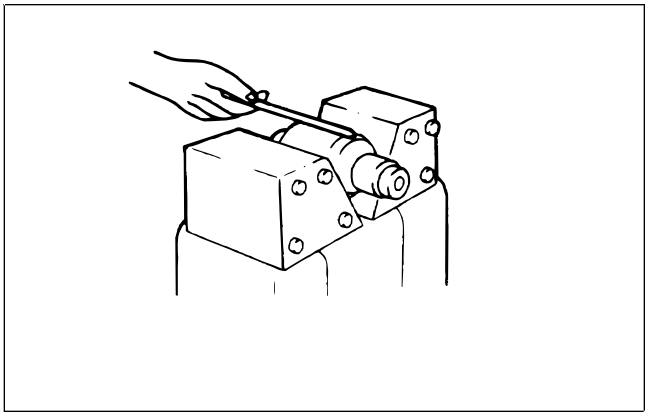

Figure 47
11. Put the armature on a growler tester to check for a shorted armature (Fig. 47). A burned commutator bar is an indication of a shorted armature. With the growler turned on, put a thin strip of steel or a hacksaw blade on the armature as it is slowly rotated. If the metal strip vibrates over a winding, that winding is short circuited. Short circuited windings are sometimes caused by metal in the commutator bridging the gap from on commutator bar to the next. By removing the bridged metal, this condition can be corrected. If this does not correct the short replace the armature.